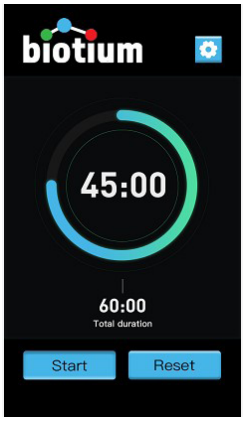

Figure 2. Example PMA-Lite™ 2.0 main menu display screen.
1. Turn the PMA-Lite™ 2.0 on. The power switch is located on the back of the PMA-Lite™ device. The display will illuminate with the main menu (Figure 2).
3. Once the desired time is set, press the button in the top right-hand corner of the display screen to return to the home screen. The running time will be displayed in the center of the screen. The total duration is displayed below the running time on the home screen (Figure 2).